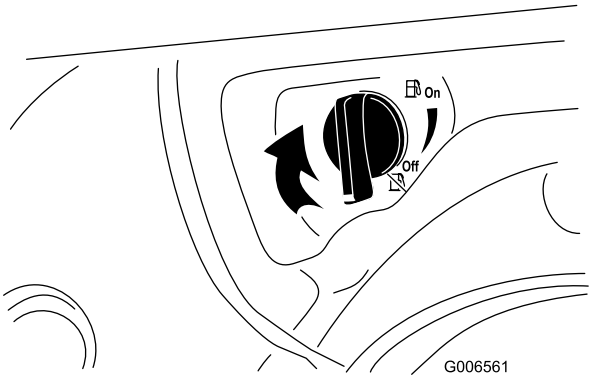

Figur 31
4. Steng drivstoffavstengningsventilen ved å rotere den med klokken (Figur 31).